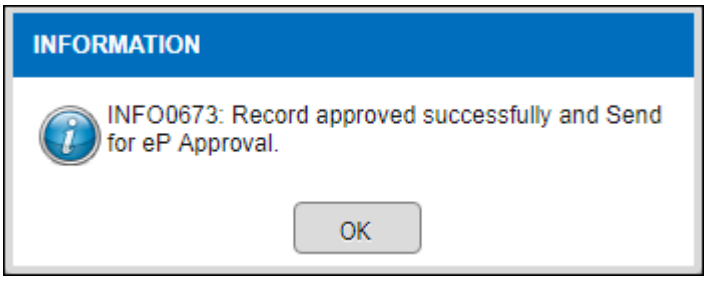

Figure 3.9-7 Alert Messages
- *If click on the* Yes *button, record will be approve and alert message will be pop up as shown in Figure 3.9-7.*
- *Click on the* OK *button to confirm approved and send for Ep Approval update data as shown in Figure 3.9-7.*